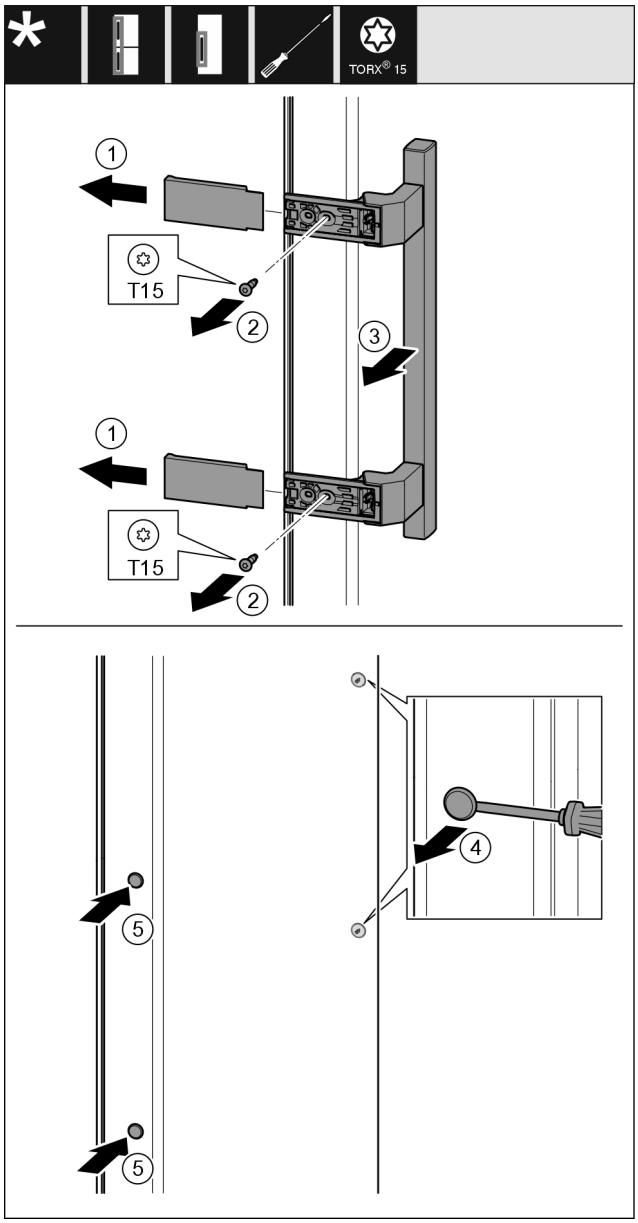

Fig. 33
▶ Noņemiet pārsegu *Fig. 33 (1)*.
▶ Ar skrūvgriezi izskrūvējiet skrūves *Fig. 33 (2)*.
▶ Noņemiet rokturi *Fig. 33 (3)*.
▶ Paceliet uzmanīgi ar plakano skrūvgriezi un izvelciet ārā sānu aizbāzni *Fig. 33 (4)*.
▶ Ievietojiet atpakaļ aizbāzni *Fig. 33 (5)* otrajā pusē.